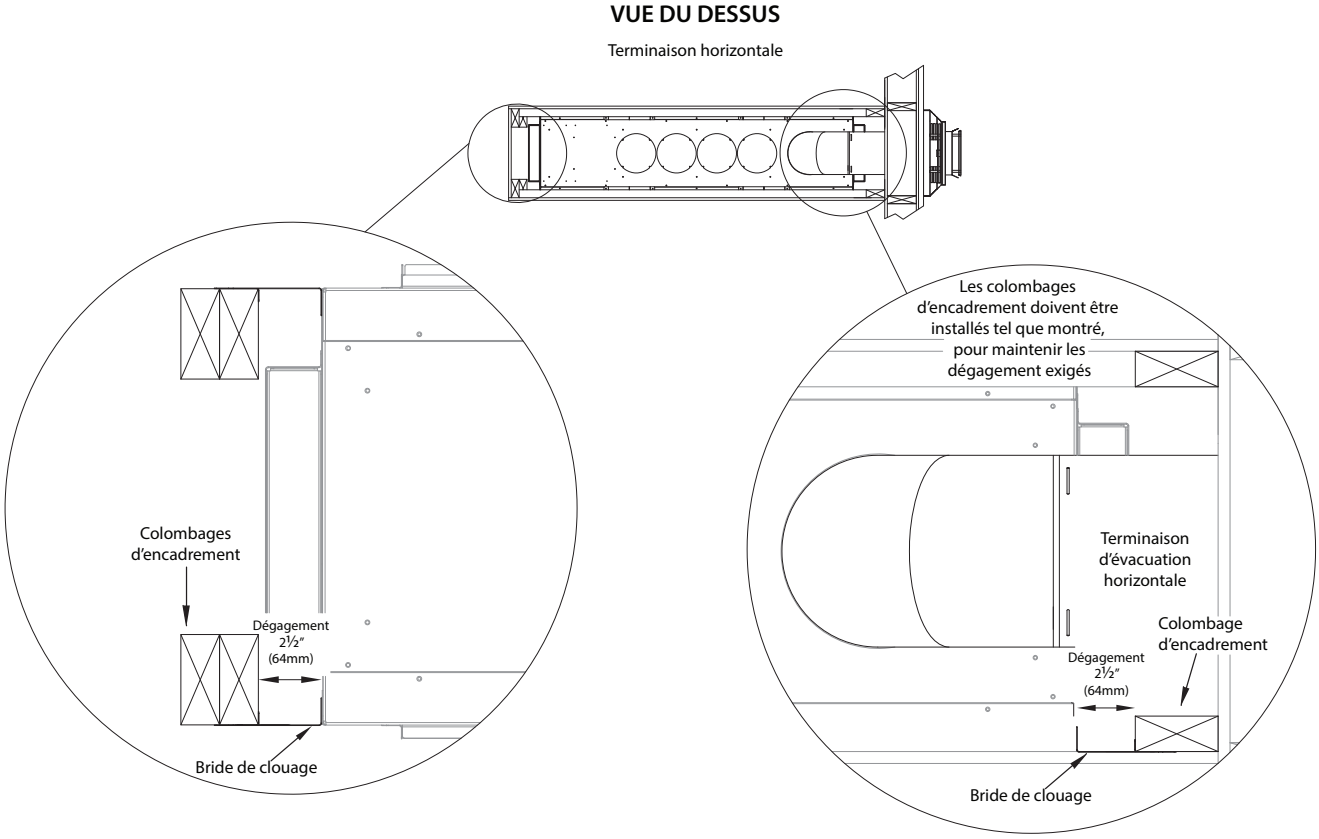

Figure 3.4, Brides de clouage - Encadrement pour terminaison horizontale
1. Retirez les (4) brides de clouage fixées aux côtés gauche et droit du foyer.
5. **LORSQUE TOUTES LES PIÈCES D'ENCADREMENT SONT INSTALLÉES:** Positionnez le colombage d'encadrement contre la languette de dégagement (située sur la face arrière de la bride de clouage). Fixez en place avec des clous ou des vis. Pour fixer les brides de clouage avec une terminaison horizontale au coupe-feu mural, voir la Figure 3.4 à la page 14.